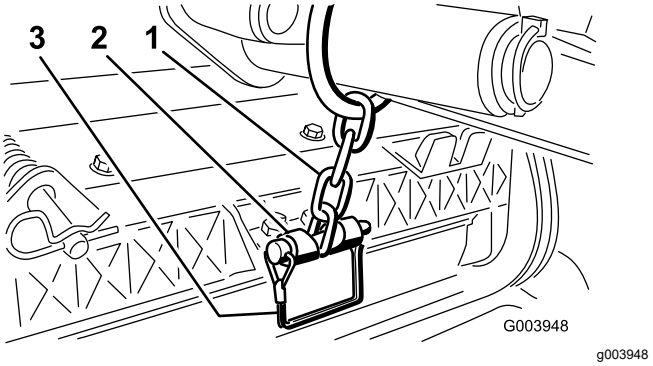

Figuur 12
Opmerking: Gebruik de sleuf als een sturend maaidek is gewenst of de opening als het maaidek moet worden vastgezet in zijn stand (Figuur 12).
14. Bevestig de ketting van de hefarm aan de kettingbeugel met de borgpen (Figuur 12).